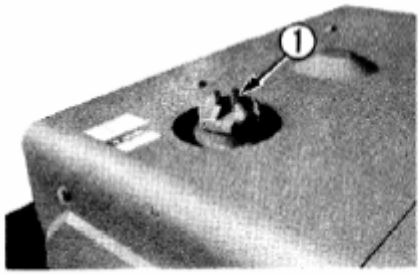

Рисунок 2-1
1)Снимите колпачок водяного бака (1) (рисунок 2-1), и проверьте, достигает ли уровень воды(охлаждающей жидкости) заданной высоты.